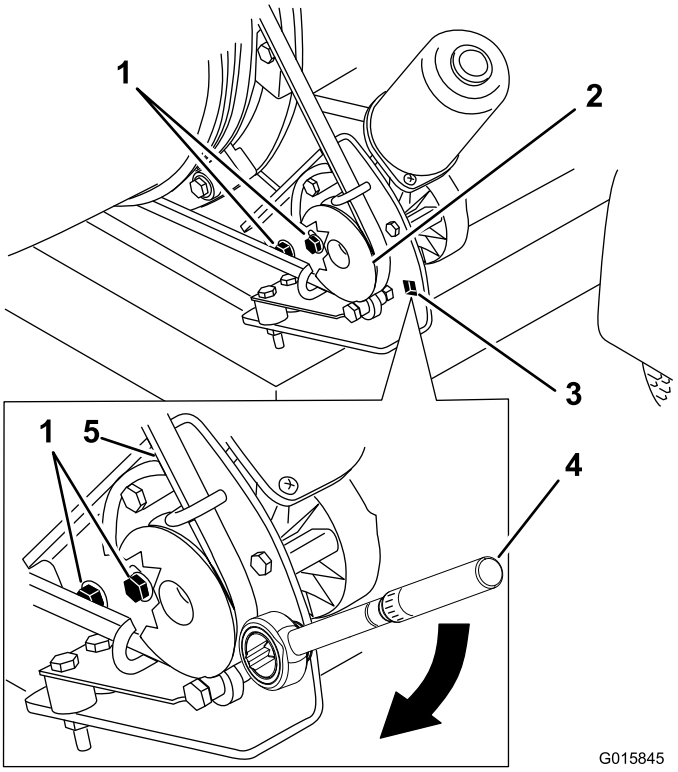

Figur 30
1. Løsn de bolte, der fastgør remskivens monteringsbeslag til blæsemaskinens stel (Figur 30).
2. Placer en momentnøgle i remskivens monteringsbeslag (Figur 30).
3. Drej remskivens monteringsbeslag væk fra dysen, indtil momentnøglen viser 22,6 til 26,0 Nm (Figur 30).